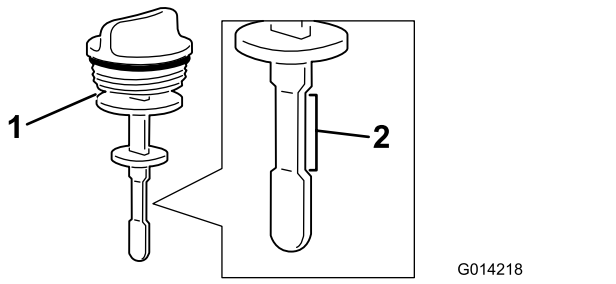

Figura 103
4. Retire a vareta do tubo de enchimento e verifique o nível de fluido (Figura 103).